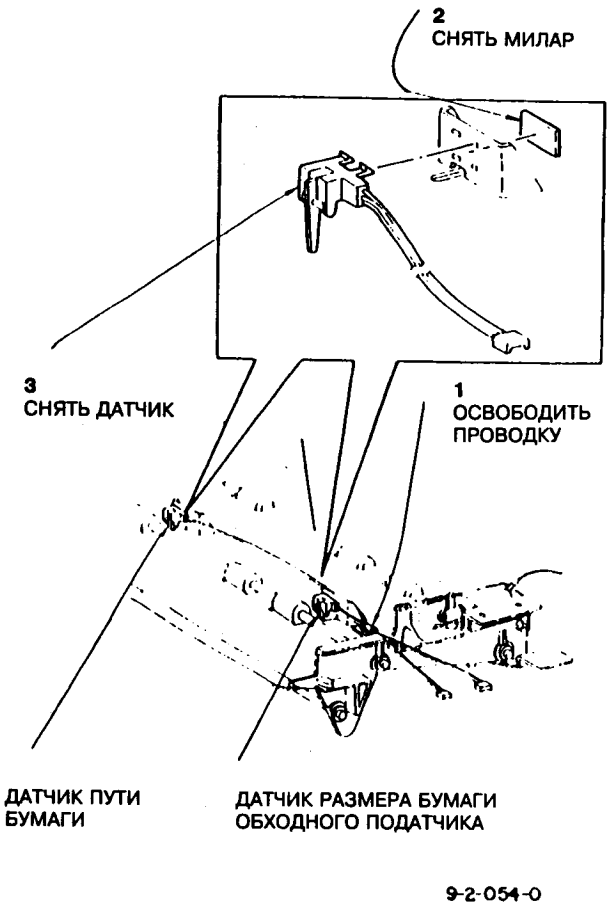

Рис.1 Снятие датчиков бумаги
5. Снять датчик размера бумаги и датчик пути бумаги обходной подачи (рис.1).